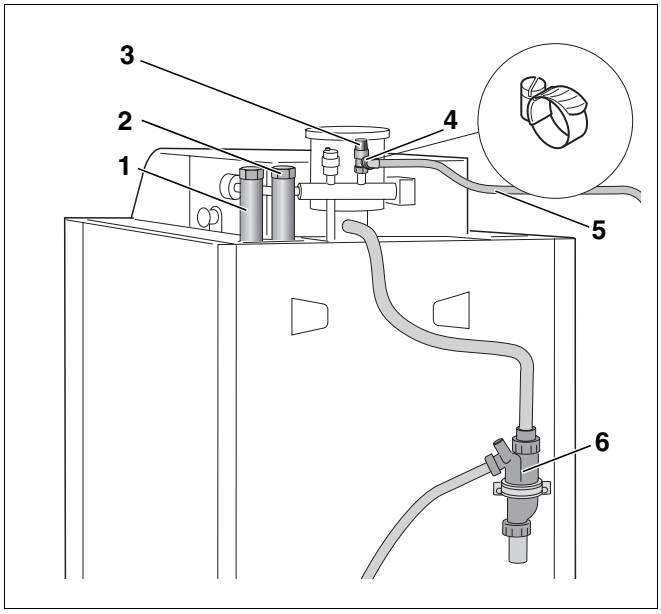

Rys. 23 Widok kotła grzewczego Logano G135 z tyłu
- Przyłączyć bez naprężeń rurę powrotu instalacji grzewczej do przyłącza powrotu kotła grzewczego = RK (rys. 23, **poz. 2**).
- Kocioł grzewczy Logano G135 wymaga zamontowania w pierwszej kolejności rury zasilania (rys. 23, **poz. 1**). Rura zasilania dostarczana jest w oddzielnym opakowaniu.
- Przyłączyć bez naprężeń rurę zasilania instalacji grzewczej do przyłącza zasilania kotła grzewczego = VK (rys. 23, **poz. 1**).
- Przewód wydmuchowy (rys. 23, **poz. 5**) podłączyć do przyłącza (rys. 23, **poz. 4**) przy zaworze bezpieczeństwa (rys. 23, **poz. 3**).